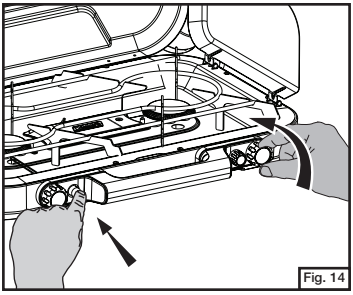

Fig. 14
- Push igniter button and hold; then open fuel valve fully. (Fig. 14)